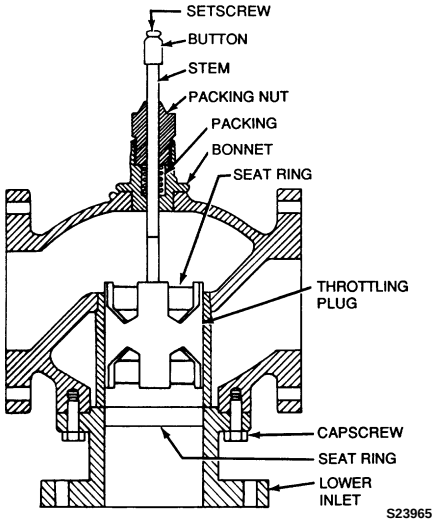
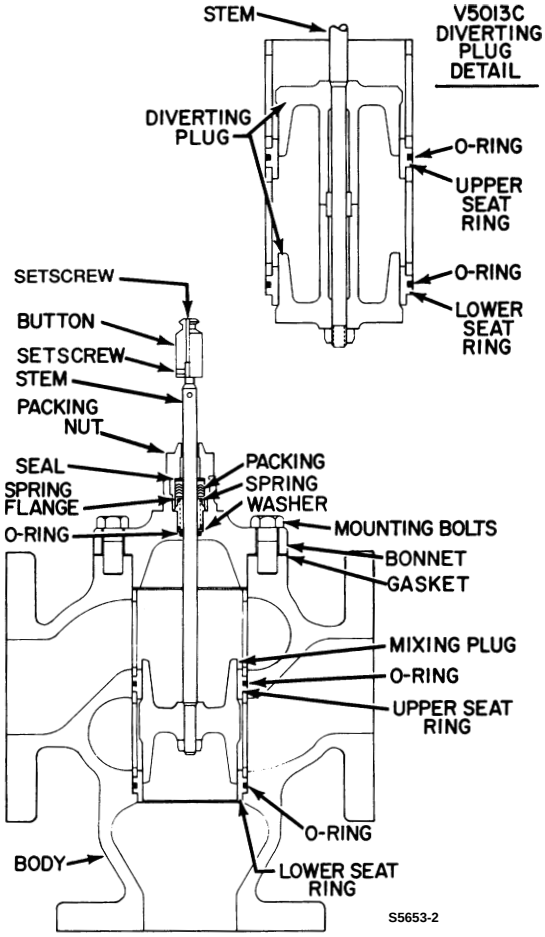

Fig. 15. Three-Way V5013A Flanged Body Valve—Cutaway.
Fig. 16. Three-Way V5013B-E Flanged Body Valve—Cutaway.
f. V5013A Flanged Body Valves (Fig. 15). Remove valve from line. Unscrew the Bonnet. Remove Cap Screws then the Lower Seat Outlet with Lower Seat Ring. Remove Stem and Plug.
g. V5013B-E Flanged Body Valves (Fig. 16). Remove mounting screws and detach the Bonnet. Unscrew the Upper Seat Ring and lift out Stem and Plug. Remove the Lower Seat Ring through the bonnet opening.
d. V5013 Flanged Body Valves (Fig. 15). On V5013A, remove Pin and detach the stem from Throttling Plug. On V5013B-E (Fig. 16), remove Plug Nut and detach the Plug.